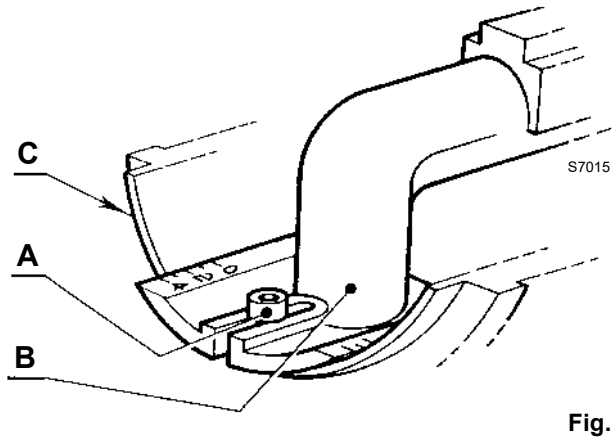

Fig. 12
➤ loosen the screw A)(Fig. 12), move the elbow B) so that the rear plate of the coupling (C) coincides with the set point;